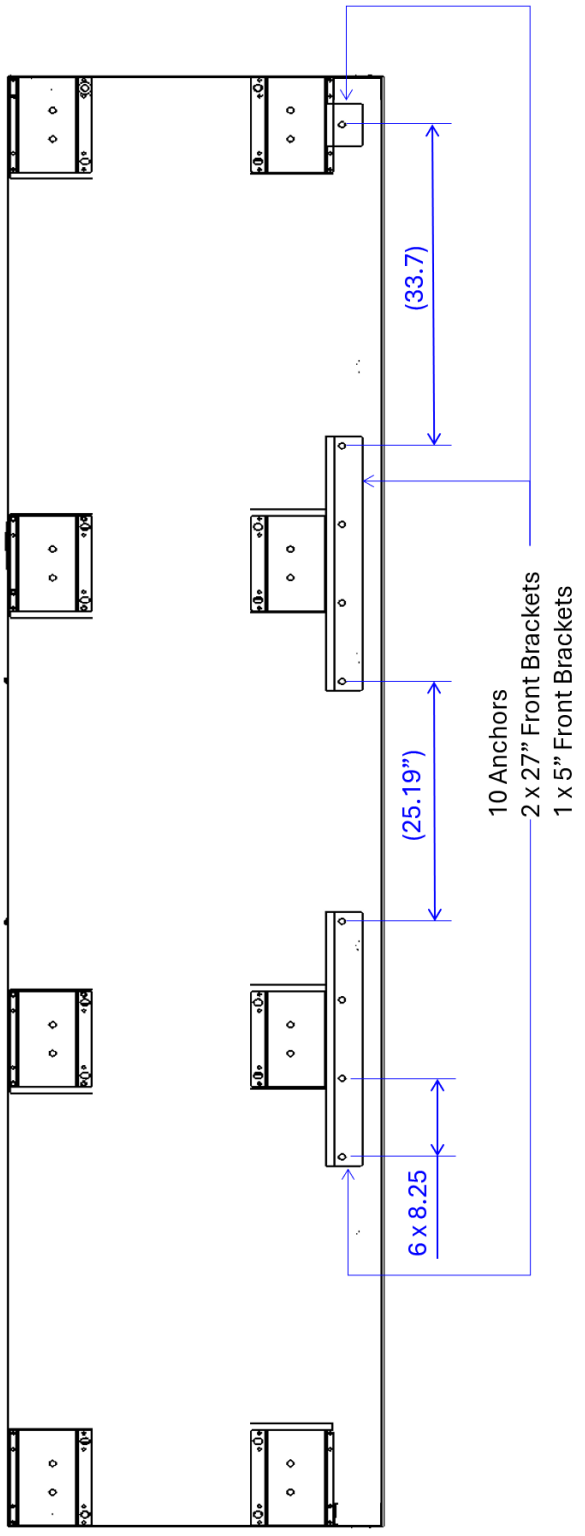
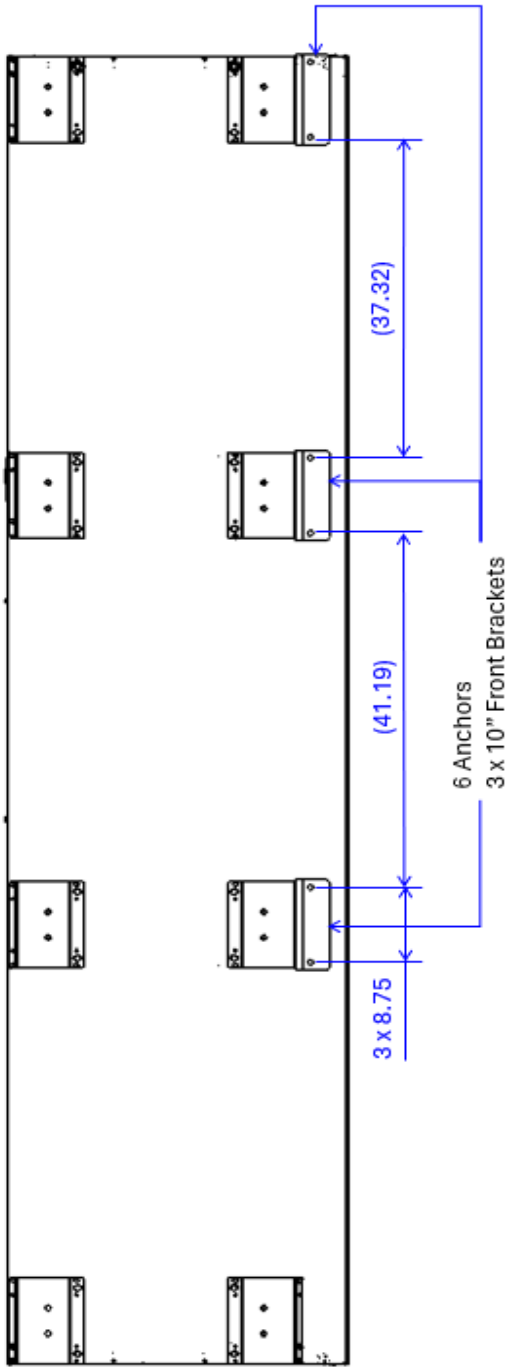

FIGURE 11: 5 Door CGMC30/CGLC30 High Seismic Anchor Layout
FIGURE 12: 5 and 6 Door CGMC/CGLC24/30 Standard Seismic Anchor Layout
- 3.1. Mark the location of the case lineup on the floor according to the store layout, using hole locations shown in **Figure 11**, **Figure 12**, **Figure 14**, **Figure 15**.
- 4.1. Position brackets as shown in **Figure 11**, **Figure 12**, **Figure 14**, **Figure 15**.